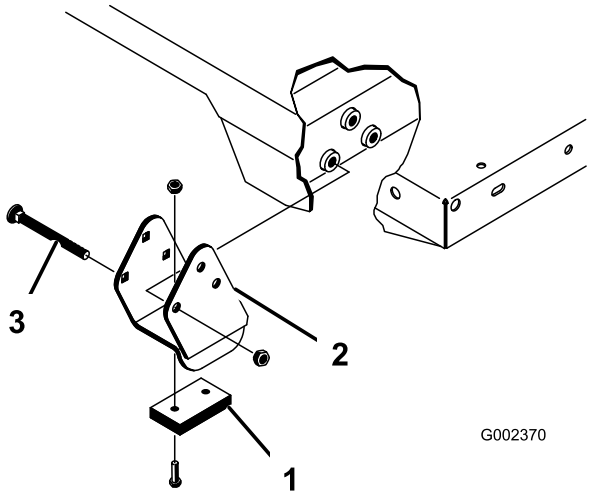

Figur 35
Bemærk: Sørg for, at afstandsstykkets beslag og slidblokkene (Figur 35) er monteret med bræddeboltenes hoveder placeret inden i maskinen.
2. Anbring forsigtigt ladet på stellet, og anbring hullerne i ladets bageste drejeplade på linje med hullerne i den bageste stelkanal. Monter 2 gaffelbolte og ringstifter (Figur 35).
4. Sæt gaffelbolten på fra ladets yderside med ringstiften udad (Figur 35).